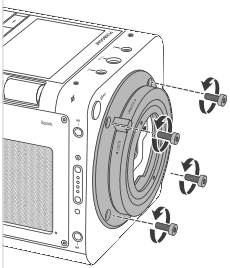

Fig.3
2. Use a T8 Screwdriver to carefully loosen all 4 screws on the mount adapter (3) by turning them counterclockwise (Fig.3).